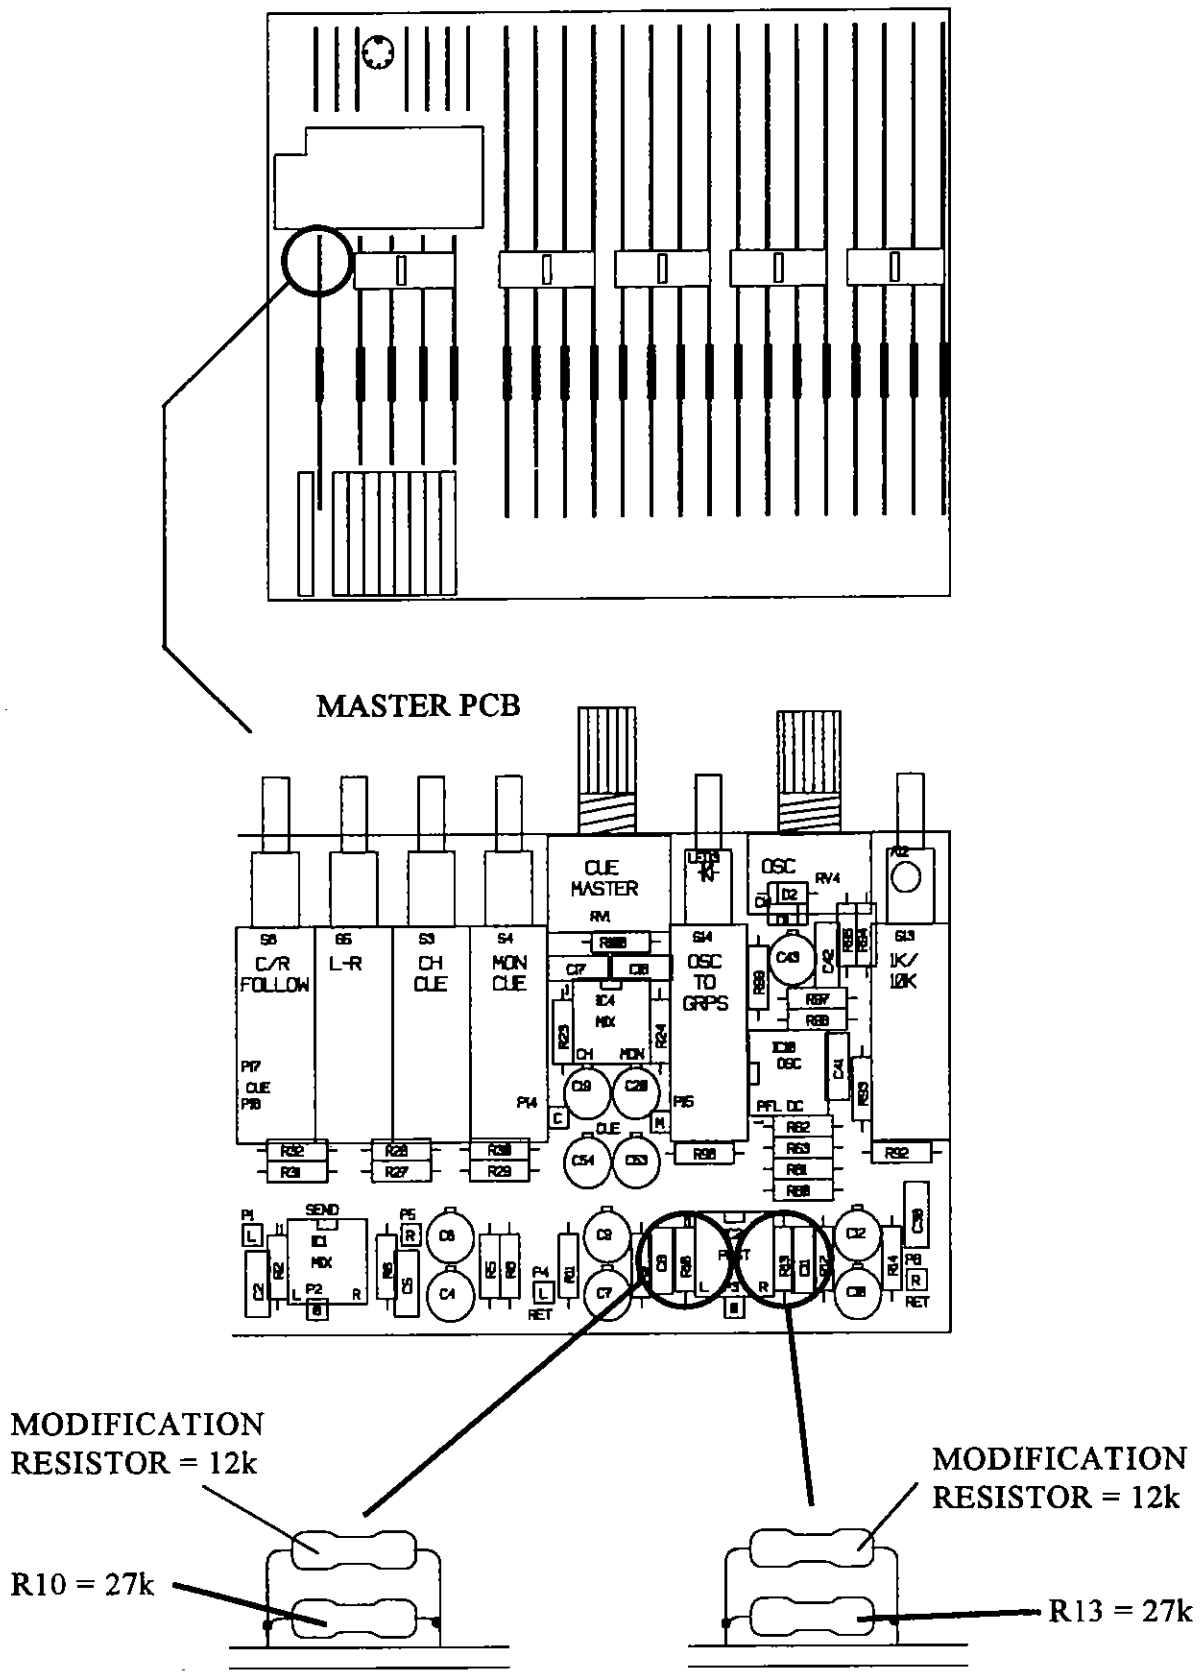

Fig. 6.
2. Locate the 27K resistors R10 and R13 on the Master PCB, *see Fig. 6.* Solder two 12K resistors across R10 and R13 on the Master PCB. Tin the resistor legs first and check your work to ensure good solder joints.